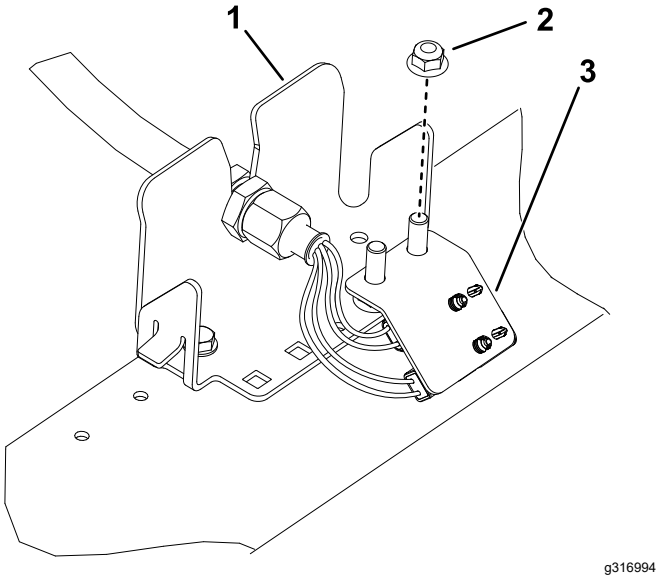
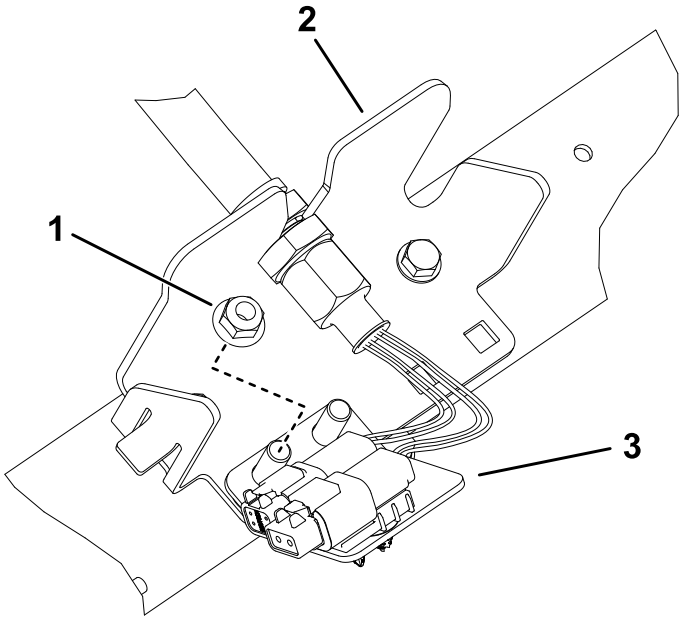

**Figuur 27**
**Figuur 30**
6. Herhaal de procedure voor de resterende 4 tussenschotlocaties zoals getoond in Figuur 27 tot Figuur 30.